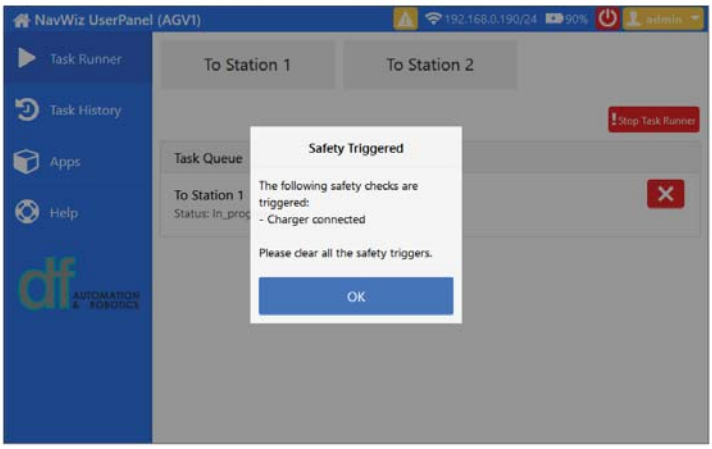

Fig. 3.32: Charger Connected Safety Triggeres Message
i. Upon the start of AGV operation with the manual charging cable connected, the operation will be stop immediately and a **Safety Triggered** popup with **Charger connected** message will be shown on the LCD Touchscreen. See Fig. 3.32.